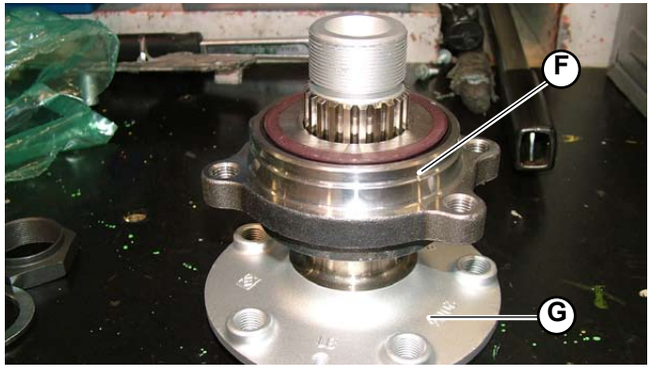

Fig.4
6. Using a puller, extract the bearing (**F-Fig.4**) from the hub (**G-Fig.4**).